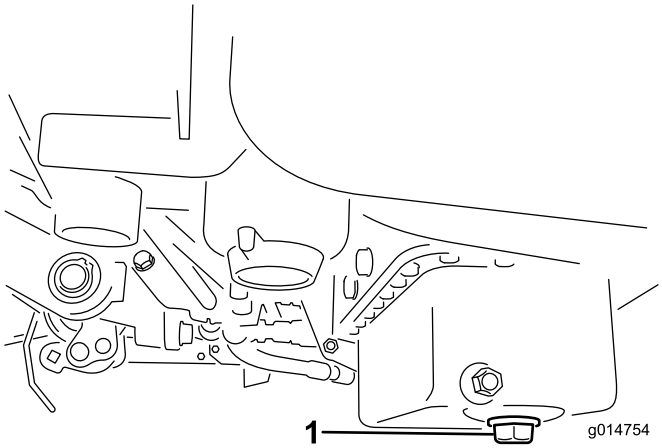

**Figur 47**
1. Ta bort avtappningspluggen och låt oljan rinna ned i ett kärl. Sätt tillbaka avtappningspluggen när oljan har slutat rinna (Figur 47).